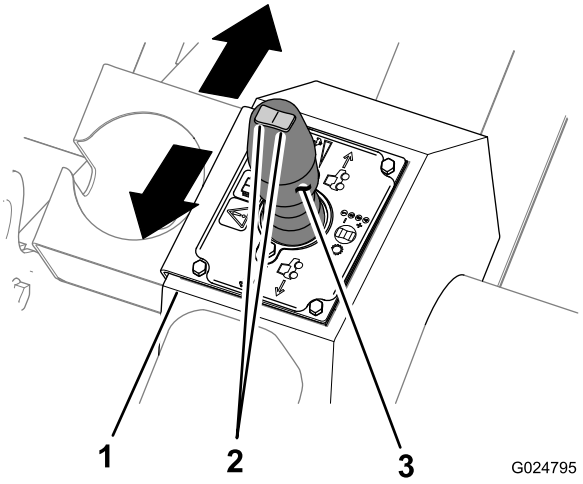

Rysunek 14
Podczas kopania rowów, używania pługa lub wiercenia używaj manipulatora zespołu jezdnego w celu zmiany kierunku i prędkości jazdy maszyny (Rysunek 14). Im dalej manipulator zostanie wysunięty w wybranym kierunku, tym szybciej maszyna będzie się poruszać w tym kierunku.
- Popchnij manipulator zespołu jezdnego do przodu, aby maszyna zaczęła się poruszać do przodu (Rysunek 14).
- Popchnij manipulator zespołu jezdnego do tyłu, aby maszyna zaczęła się poruszać do tyłu (Rysunek 14).
- Ustaw manipulator zespołu jezdnego w położeniu środkowym (neutralnym), aby zatrzymać maszynę (Rysunek 14).
Przełącznik wyboru biegów znajduje się na górze manipulatora zespołu jezdnego (Rysunek 14) i służy do wybierania biegu skrzyni biegów.